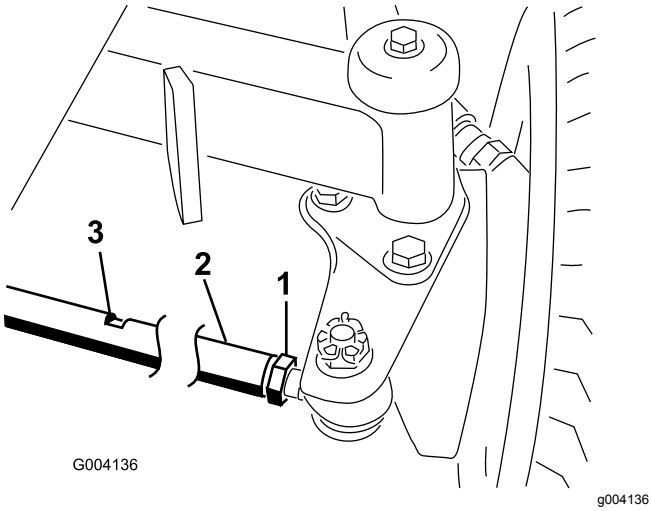

Figuur 83
2. Draai de contramoeren aan de uiteinden van de trommel van de tractiestang los (Figuur 83).